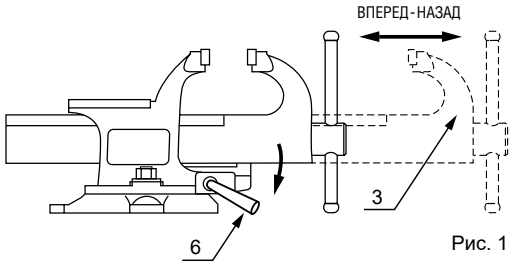

Рис. 1
Опустите рычаг управления быстрозажимным устройством (6) до упора по часовой стрелке, как показано на Рис. 1, и только после этого можно свободно перемещать подвижную губку (3) вперед/назад на необходимую величину.